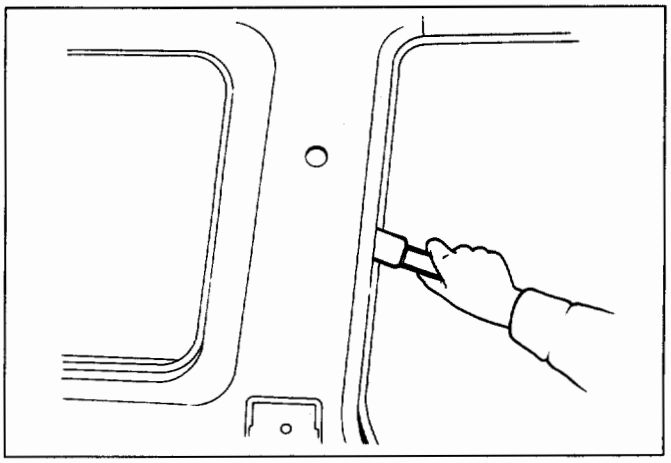

Fig. 10-113
- Remove the rear side clips of the trim cover and pyr trim cover retainers free from the body panel. (Fig. 10-113)